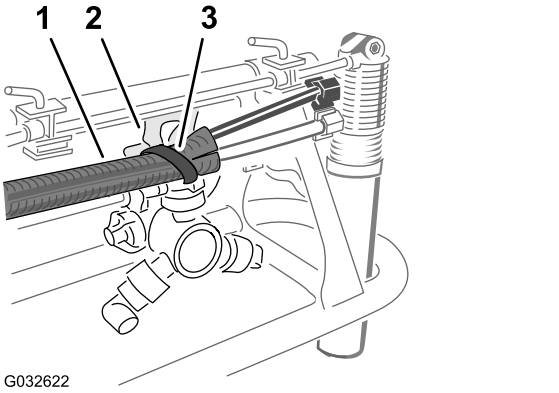

Figuur 23
5. Bevestig de buis met een kabelbinder aan de opening in de spuitdopsteun; zie Figuur 23.